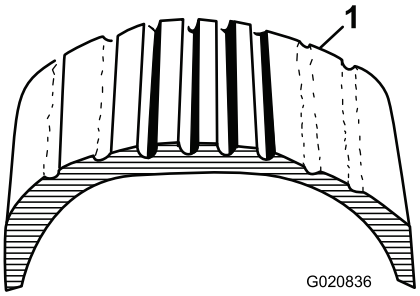
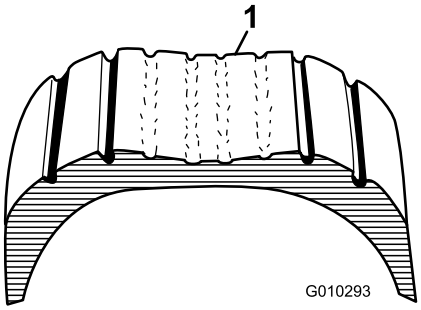

Figure 16
Figure 17
1. Visually inspect the tires for damage and wear (Figure 16 and Figure 17)